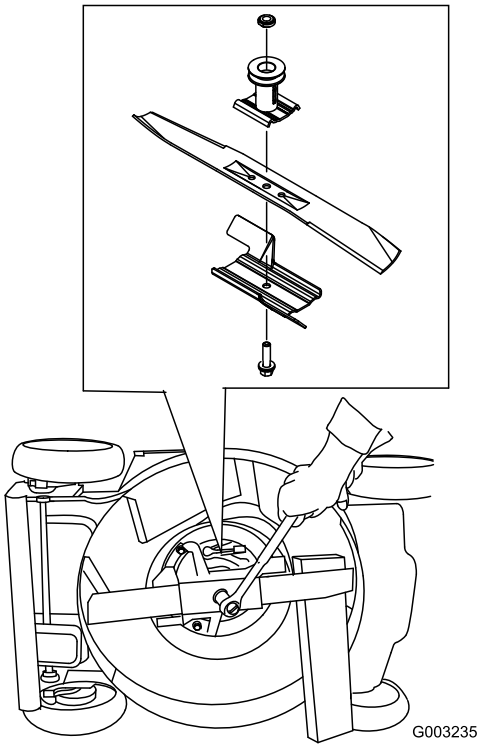

Figura 39
3. Usate un blocco di legno per tenere ferma la lama (Figura 39).